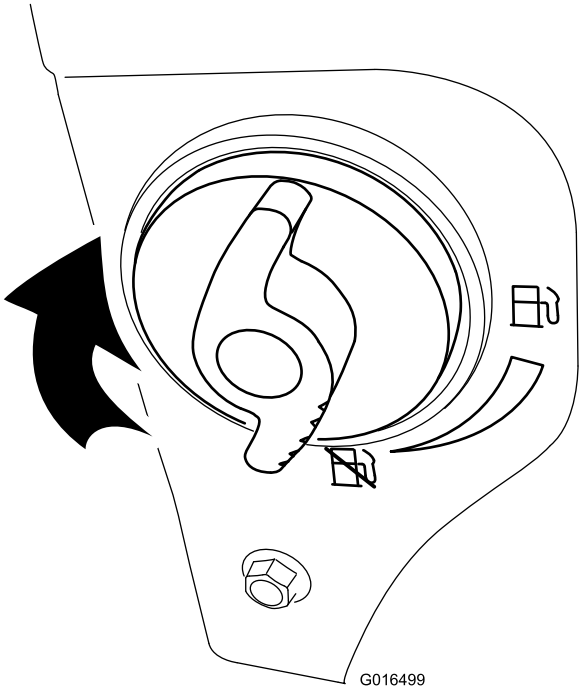

Bild 32
4. Schließen Sie den Kraftstoffhahn durch Drehen nach rechts (Bild 32).